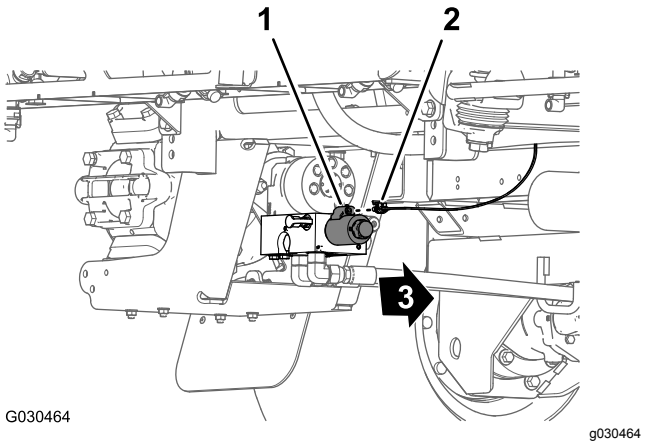

Figur 58
5. Koppla loss kontakten med två uttag på det bakre huvudkablaget på baksidan av maskinen (på insidan av sprutpumpen) från kontakten med två stift på pumpreläet (Figur 58).